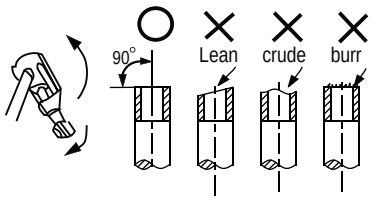

Fig.9-1
- Cut a pipe with a pipe cutter. *(Refer to Fig.9-1)*